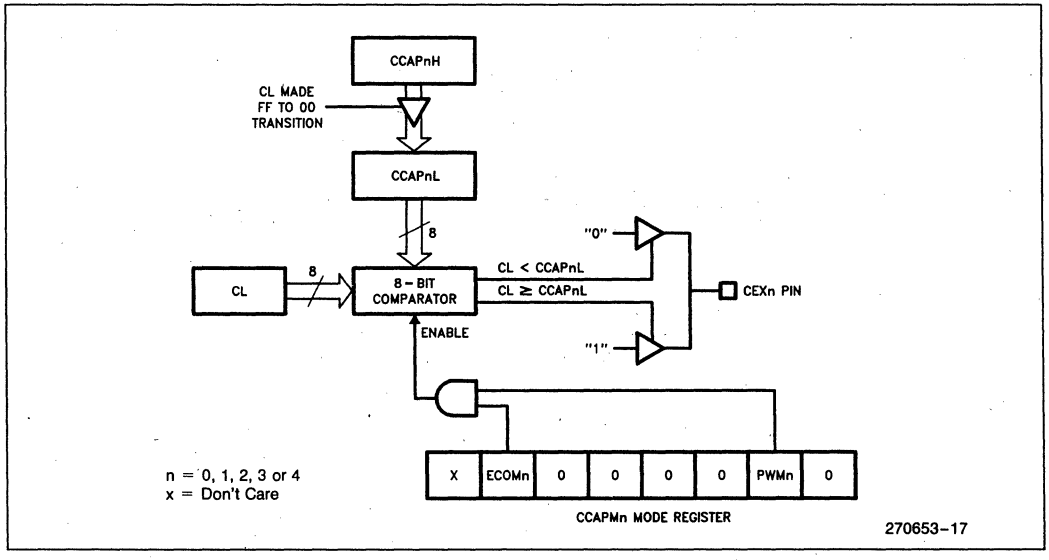

Figure 20. PCA 8-Bit PWM Mode
The PCA generates 8-bit PWMs by comparing the low byte of the PCA timer (CL) with the low byte of the module's compare registers (CCAPnL). Refer to Figure 20. When CL < CCAPnL the output is low. When CL ≥ CCAPnL the output is high. The value in CCAPnL controls the duty cycle of the waveform. To change the value in CCAPnL without output glitches, the user must write to the high byte register (CCAPnH). This value is then shifted by hardware into CCAPnL when CL rolls over from 0FFH to 00H which corresponds to the next period of the output.